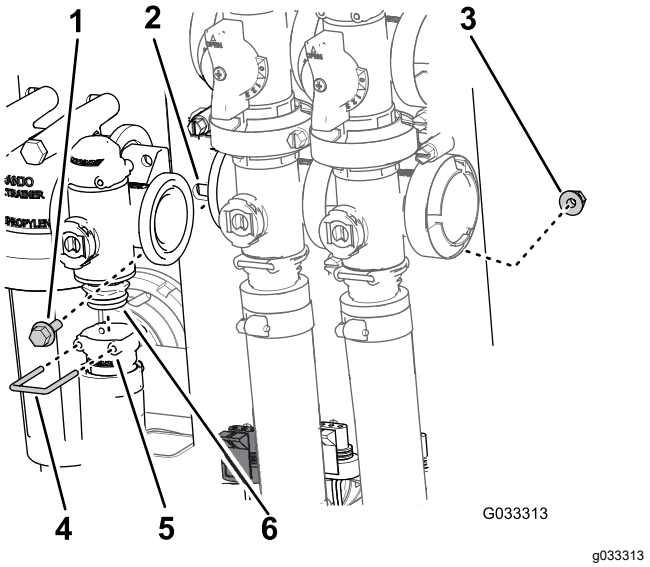

Figura 69
2. Retire la horquilla de retención que sujeta el conector de salida al distribuidor de la válvula de control de caudal (Figura 69).
3. Retire los 2 pernos con bridas y las 2 tuercas con bridas que sujetan la válvula de control de caudal al soporte de la válvula y retire el distribuidor de la válvula de la máquina (Figura 69).